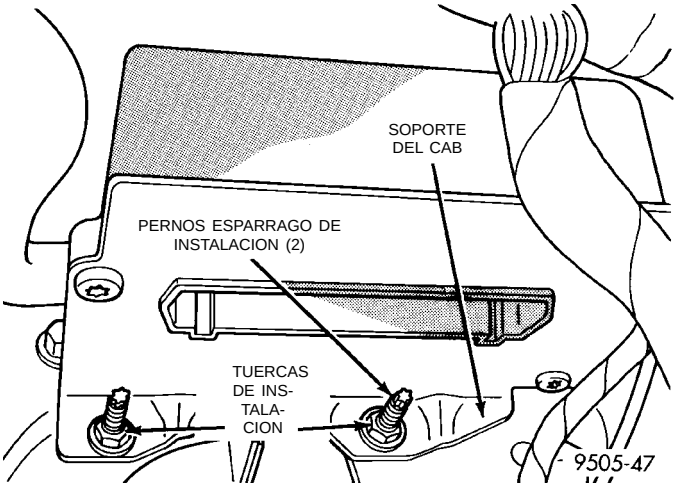

Fig. 29 Instalación del soporte del CAB en el zócalo
(3) Retire las 2 tuercas de instalación del soporte del controlador en el cubretablero del lado del conductor (Fig. 29).
(1) Instale el CAB y el soporte de montaje en los pernos espárrago de instalación situados en el zócalo del lado del acompañante (Fig. 29).
(2) Instale las 2 tuercas de instalación del soporte del CAB (Fig. 29) y apriételas firmemente.